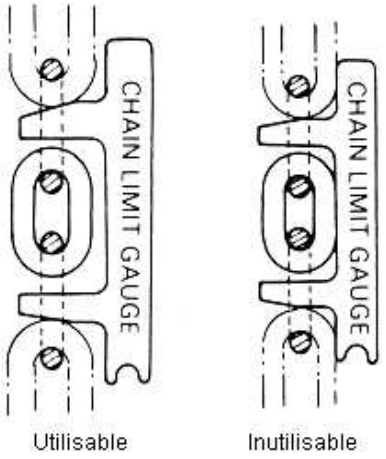

Fig. 2 Mesure du pas de la chaîne
2. La chaîne: si la chaîne fait un bruit anormal, contrôlez la propreté et le graissage. Si le trouble persiste, contrôlez si la chaîne ne présente pas de déformations anormales, d'amincissement ou d'étirement. (Cfr. fig. 2 en 3).